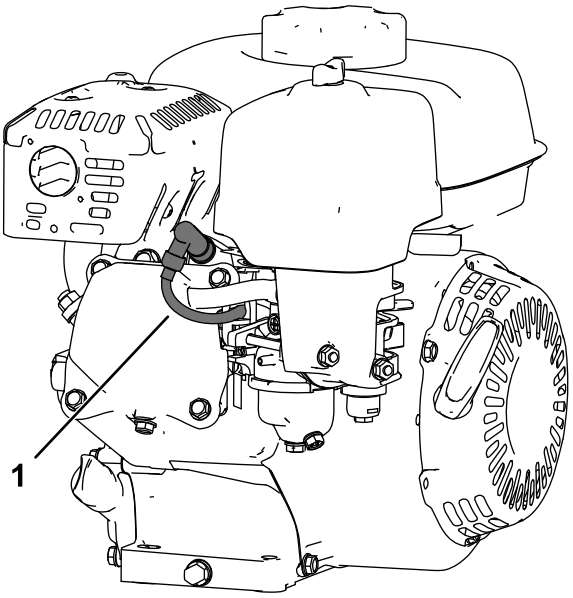

Figur 13
5. Koppla loss tändkabeln (Figur 13).